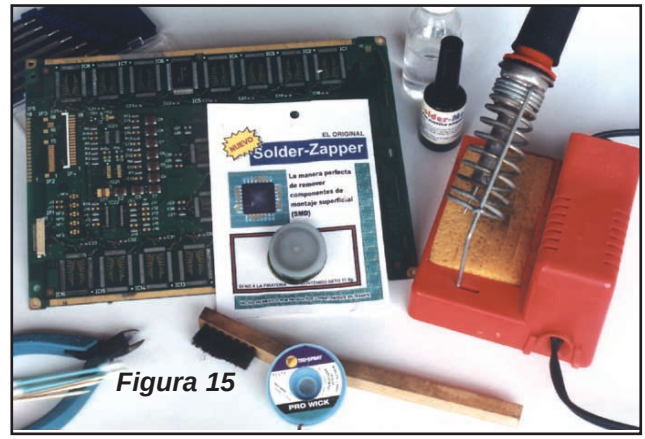

Figura 15
1) Producto químico catalizador para desoldar componentes SMD (figura 15).